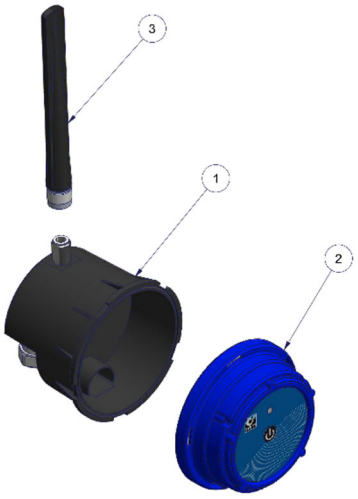

Figure 1 Les pièces du D35
c. (**1**) ou (**A**) : Les chiffres et les lettres entourés d'un cercle dans le texte respectivement aux parties décrites aux figures (exemple : Figure 1 - pages 5)